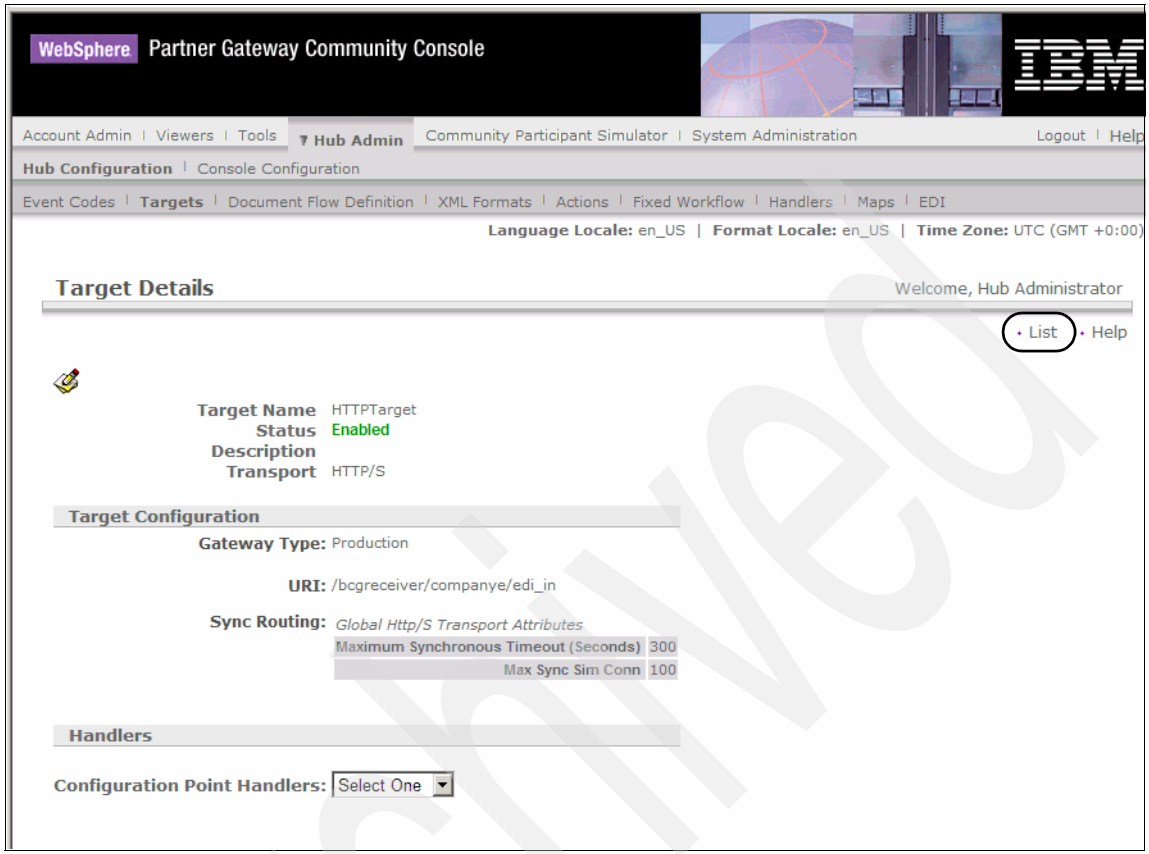

Figure 7-7 HTTP Target created
4. After the new target has been created, click **List** to return to the list of targets (Figure 7-7 on page 147).